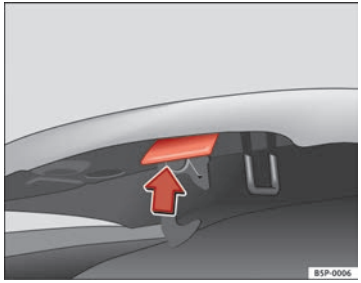

Fig. 176 Release catch under the bonnet
– Press the release catch under the bonnet upwards ⇒ fig. 176. This will release the arrester hook under the bonnet.